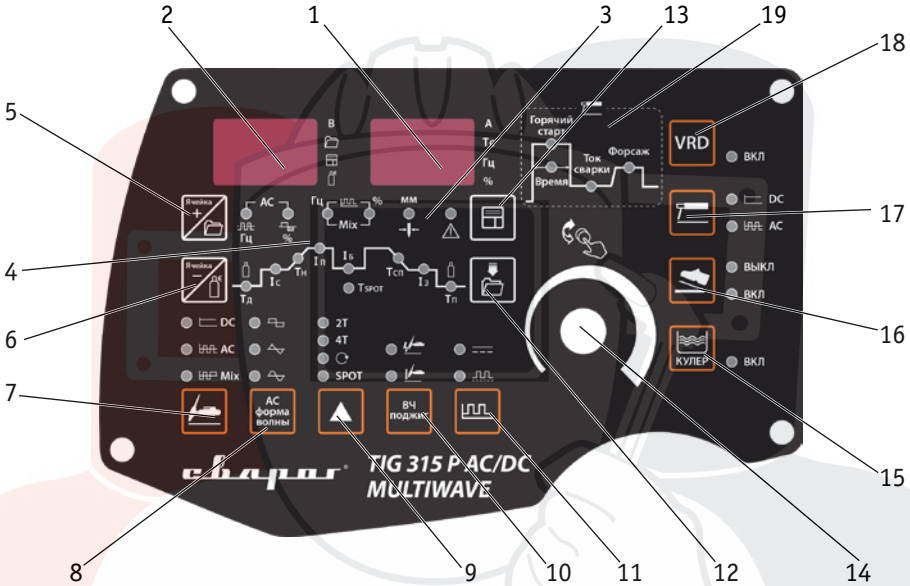

Рис. 7.1. Передняя панель источника питания.
2. Панель управления (См. рис. 7.1).